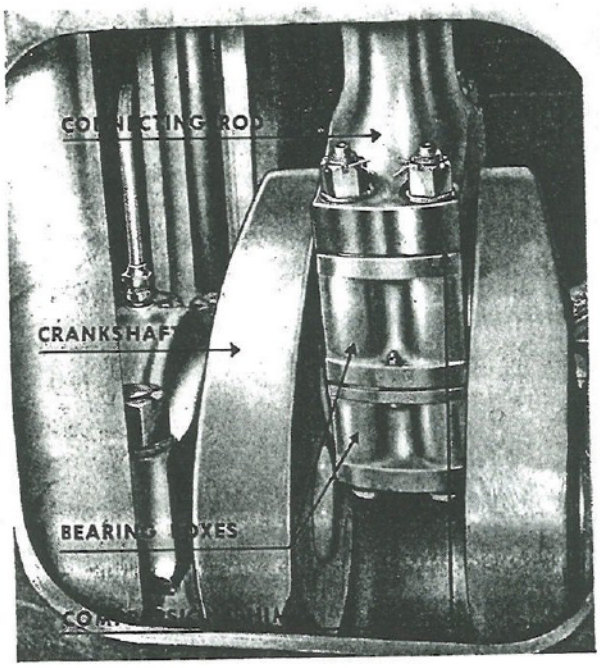

Fig. 117. Connecting Rod Bearing Assembled on Crankshaft Journal
c. Replace the washers and the nuts, tightening the nuts until a torque, or turning effort, of 450 pounds is developed. Lock the nuts with new cotter pins. When the job is completed it should look like Fig. 117. Check the sump to see that no possible rags or tools have been left in it before replacing the side covers. In replacing the covers use only two bolts in the top and two bolts in the bottom. After the engine has been run for ten minutes, the doors will have to be removed for a check. Replace the cylinder head, as directed in Sect. X, and fill the engine jacket water system until the surge tank is about half full.